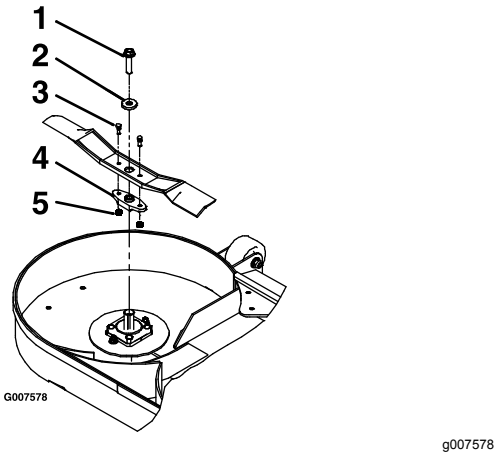

**Figuur 74**
3. Verwijder het mes, de onderlegring, en de mesbout waarmee het mes en het aandrijfstuk bevestigd zijn (Figuur 74).
4. Neem het aandrijfstuk van het oude mes (Figuur 74).
1. Monteer het aandrijfstuk op de nieuwe maaimessen met de breekbouten en borgmoeren (Figuur 74).
3. Monteer het mes, onderlegring, en mesbout op de spilas (Figuur 74).